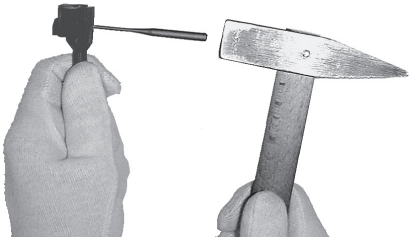

Rys. 79. Wybijanie kołka podczas wyjmowania z zamka wyciągu i iglicy
- wybić wybijakiem kołek iglicy utrzymujący iglicę i oś wyciągu *(rys. 79)* i wyjąć iglicę z otworu zamka;